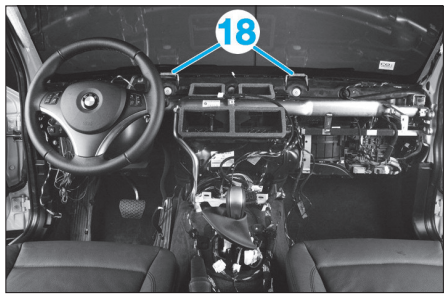

Fig. 55
- Veiller au bon positionnement des guides (18) de la planche de bord **(Fig.55)**.